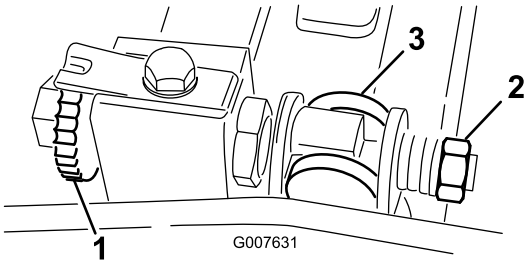

**Figur 58**
1. Skru justeringsskruen til motstangen mot klokken, til motstålets bakside, vekk fra spolen (Figur 58).
2. Skru ut fjærspenningsmutteren til skiven ikke lenger er strammet mot motstangen (Figur 58).